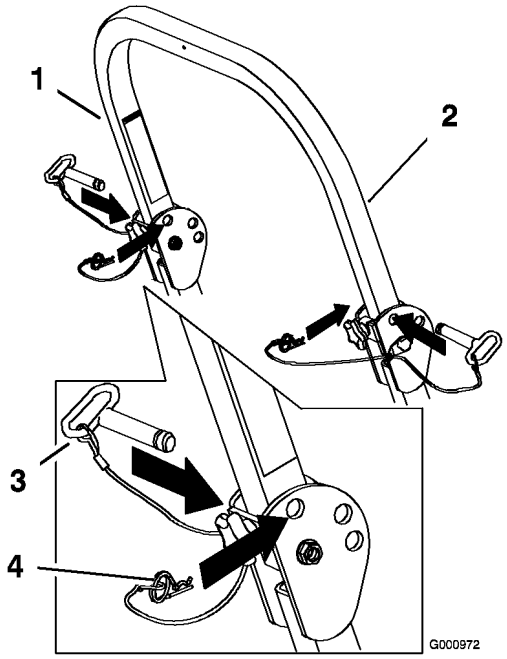

Figur 7
2. Ta loss hårnålssprintarna och ta bort de två tapparna (Figur 7).
4. Sätt tillbaka de två tapparna och säkra dem med hårnålssprintarna (Figur 7).
5. Fäll upp störtbågen genom att lossa hårnålssprintarna och ta bort de två tapparna (Figur 7).
6. Fäll upp störtbågen till upprätt läge, och sätt i de två tapparna och spärra dem med hårnålssprintarna (Figur 7).